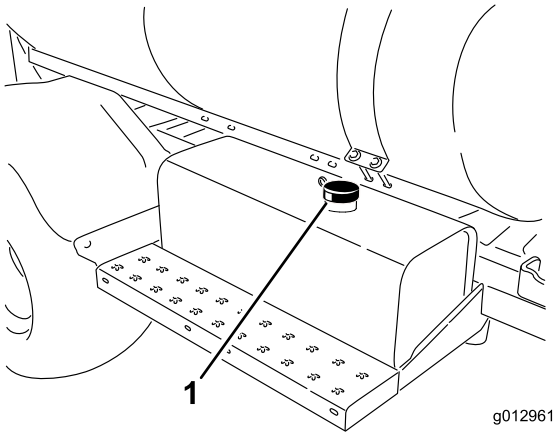

Figur 56
3. Rengör området runt locket till hydrauloljetanken och ta bort locket (Figur 56).